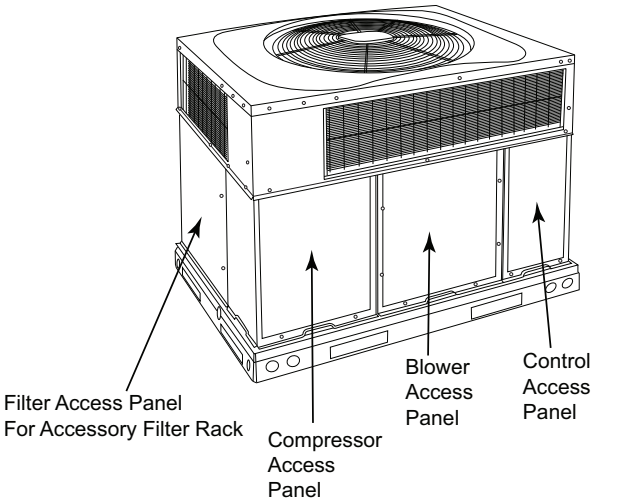
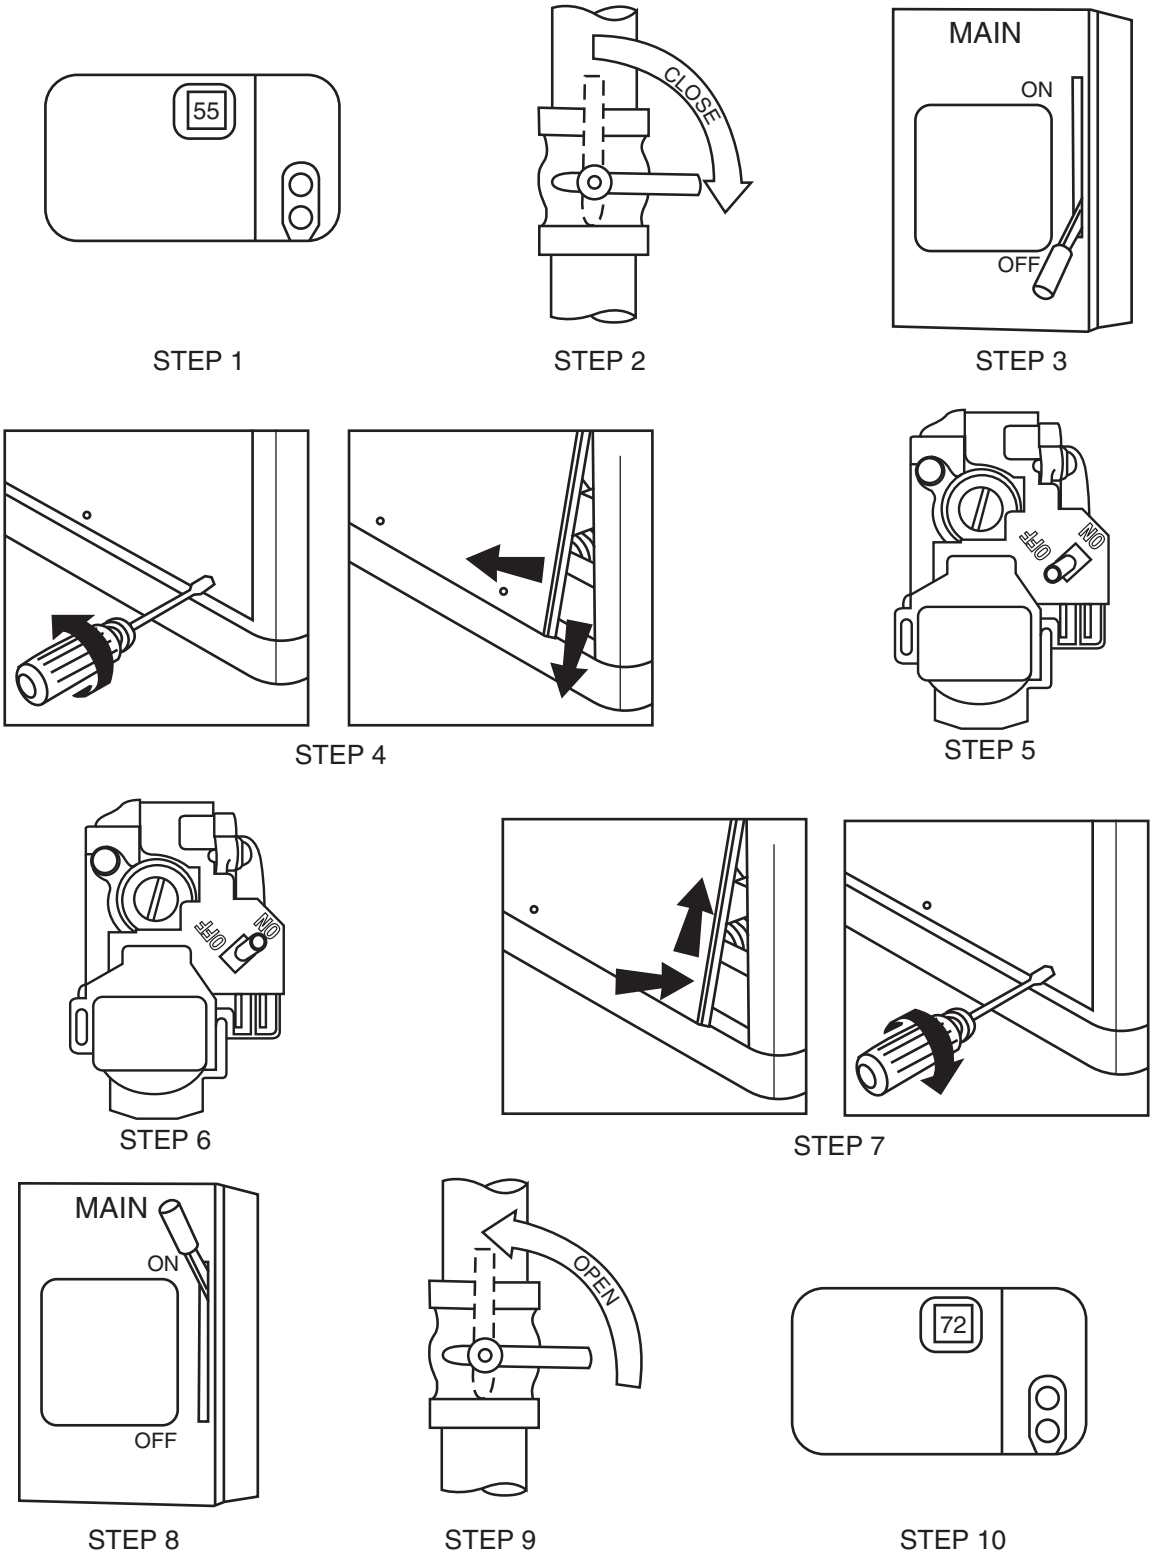

Fig. 2 - Unit Access Panels
Fig. 4 - To Start Unit Gas Heat
Refer to Fig. 2 for location of unit front access panel. Refer to Fig. 4 for location of gas valve. Refer to Fig. 4 while proceeding with the following steps.
4. Remove the control access panel with a 5/16-in. nut driver. (See Fig. 2.)
4. Remove the control access panel. (See Fig. 2.)